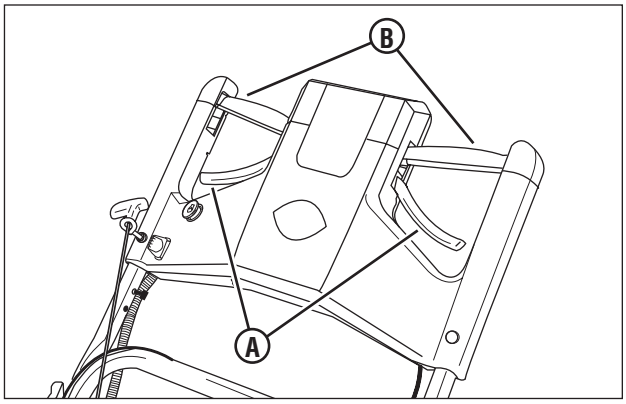

Figure 4 : Commandes de tondeuse
2. Vérifiez la commande de lame **(A, Figure 4)** et la commande d'entraînement **(B)** pour vous assurer qu'elles fonctionnent librement.